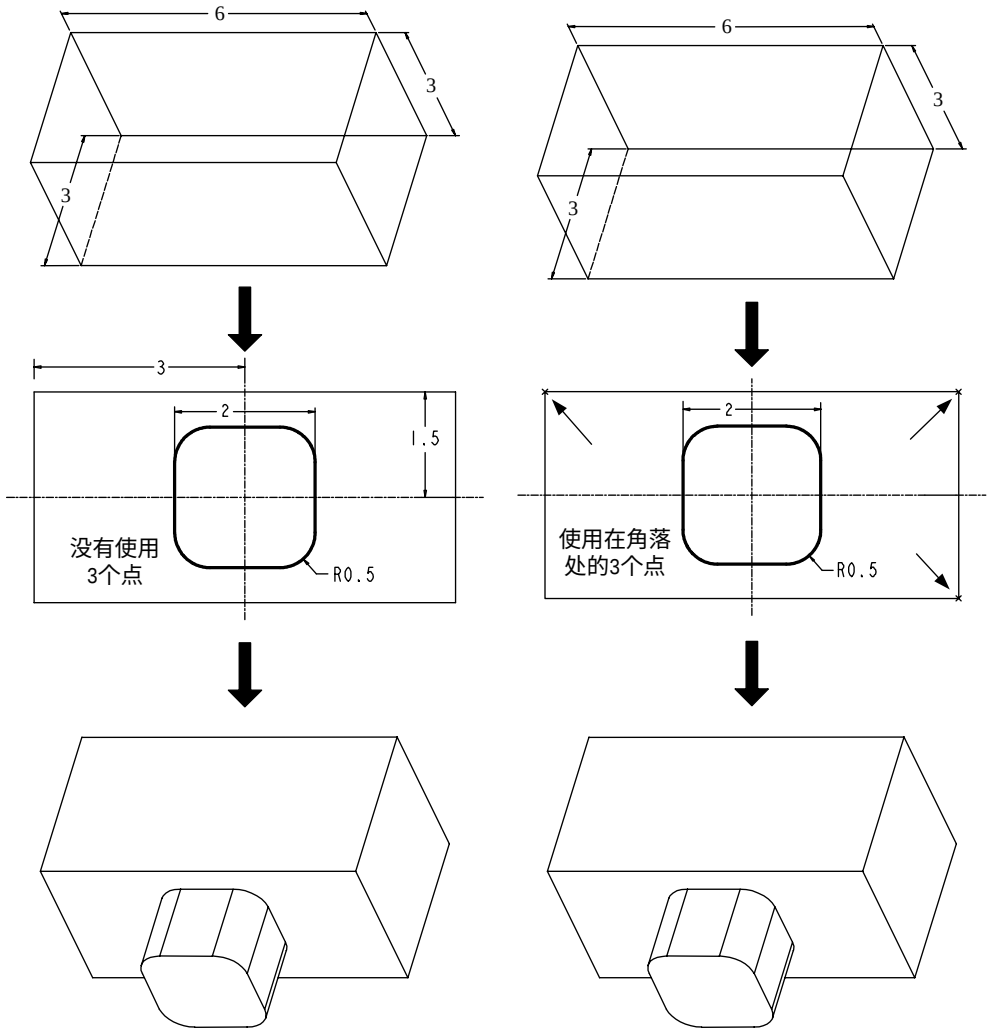

图 1.4
- Points 与 Centerline：可以作为创建其他几何元素时的参考，或作为几何约束条件。例如，在图 1.4 左图中，若没有使用 3 个点，则必须标注两个位置尺寸，而图 1.4 右图即是使用 3 个点使剖面自动居中的作法。又如，在图 1.5 左图中，若没有使用中心线，则需标注剖面的水平及竖直位置尺寸，而图 1.5 右图是使用中心线，因此省略了剖面的水平及铅直位置尺寸的标注，并表达剖面能上下对称及左右对称的设计理念。